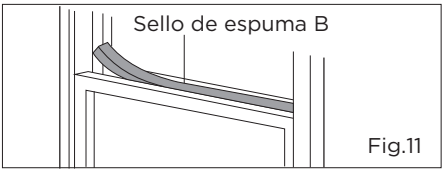

Fig.11
7. Cortar el sello de espuma a una longitud adecuada y sellar el espacio abierto entre el marco superior de la ventana y el marco externo de la ventana, según las indicaciones de la Fig.11.